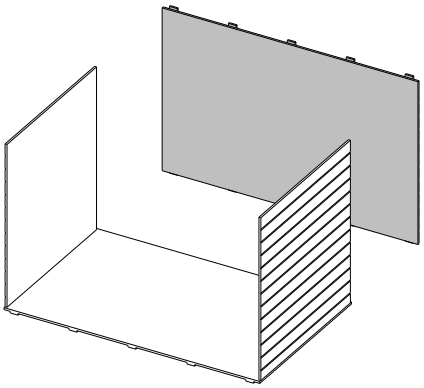

Fig.3
c) Unscrew any screws fixing the contents to the back of the crate and remove the back of the crate, see figure 3.